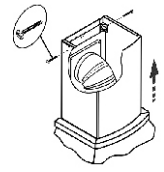

рис. 8
6.5 Выдвиньте фальштрубу, оденьте ее на кронштейн (рис. 8) и закрепите винтами.